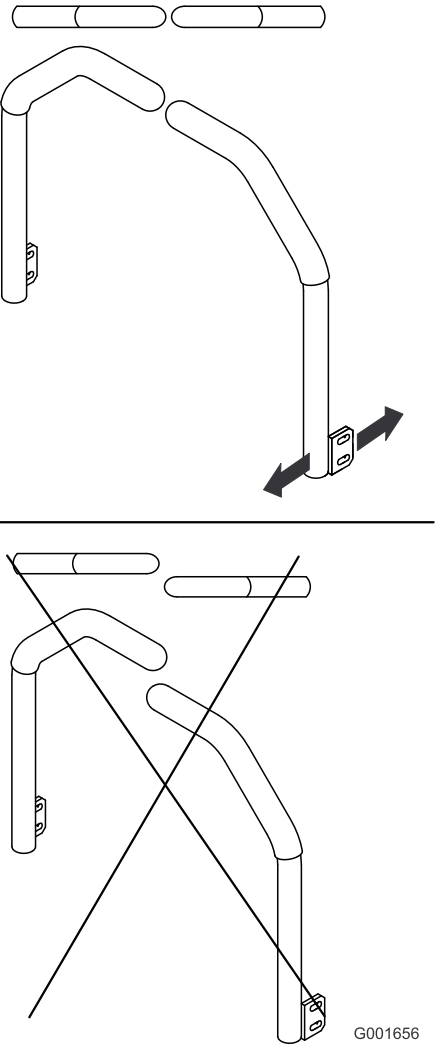

Figur 62
5. Justera rörelsereglagen så att de är i linje med varandra (Figur 62) och dra åt bultarna så att reglagen fästs vid stolparna.